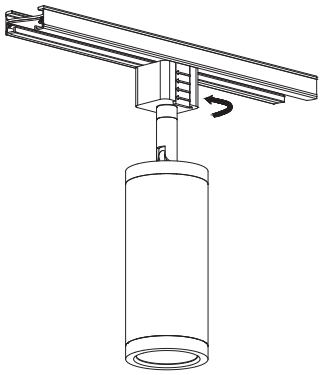
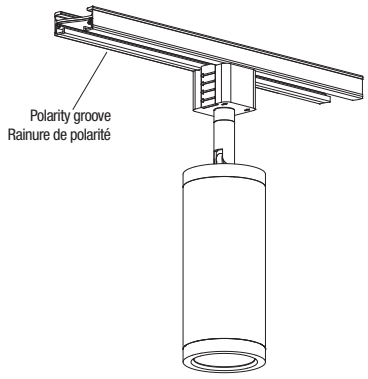

Fig. 1c
Fig. 1d
5. Tourner l'adaptateur de type J de 90° (Fig. 1c) de sorte à ce que l'indicateur fléché pointe vers la rainure de polarité une fois installés (Fig. 1d).